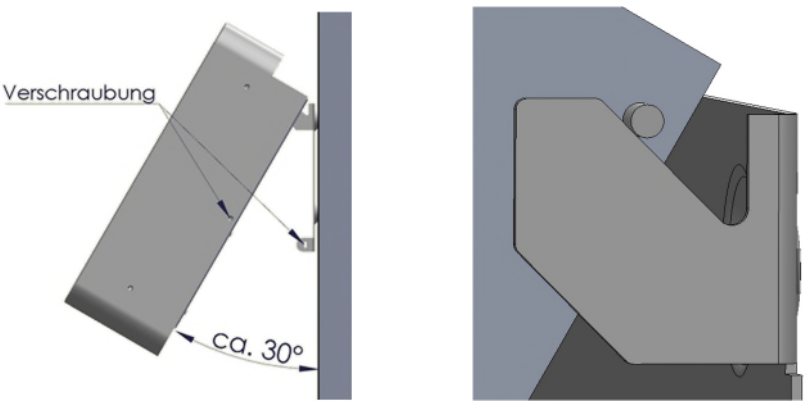

Abb. 9: Montage
4. Position der Bohrlöcher mit Hilfe der Aussparung in der Wandhalterung anzeichnen, oder gemäß Bemaßung in Abb. 9 anzeichnen.